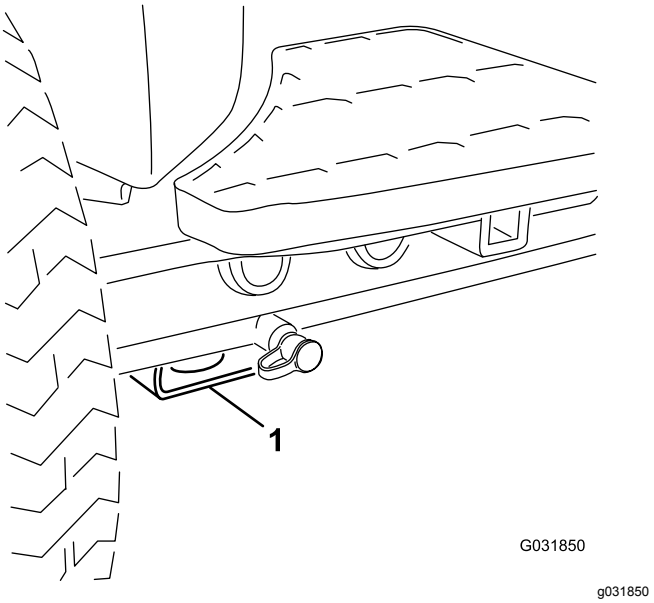

Figur 72
- Foran – rektangulær plate under akselrøret, innenfor hver av de fremre festepunktene (Figur 72).